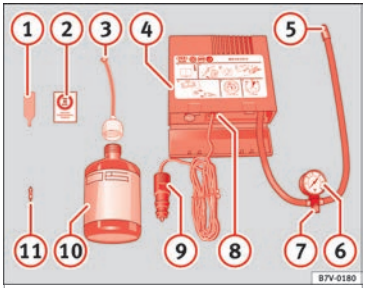

Fig. 57 Standard representation: contents of the anti-puncture kit.
- Unscrew the tyre valve cap and insert. Use the ››› Fig. 57 ① tool to remove the insert. Place it on a clean surface.
- Shake the tyre sealant bottle vigorously ››› Fig. 57 ⑩.
- Screw the inflator tube ››› Fig. 57 ③ into the sealant bottle. The bottle's seal will break automatically.
- Remove the lid from the filling tube ››› Fig. 57 ③ and screw the open end of the tube into the tyre valve.
- Place the insert back into the tyre valve using the tool ››› Fig. 57 ①.
- Screw the compressor tyre inflator tube ››› Fig. 57 ⑤ into the tyre valve.
- Check that the air bleed screw is closed ››› Fig. 57 ⑦.
- Insert the connector ››› Fig. 57 ⑨ into the vehicle's 12-volt socket ››› page 134.
- Turn the air compressor on with the ON/OFF switch ››› Fig. 57 ⑧.